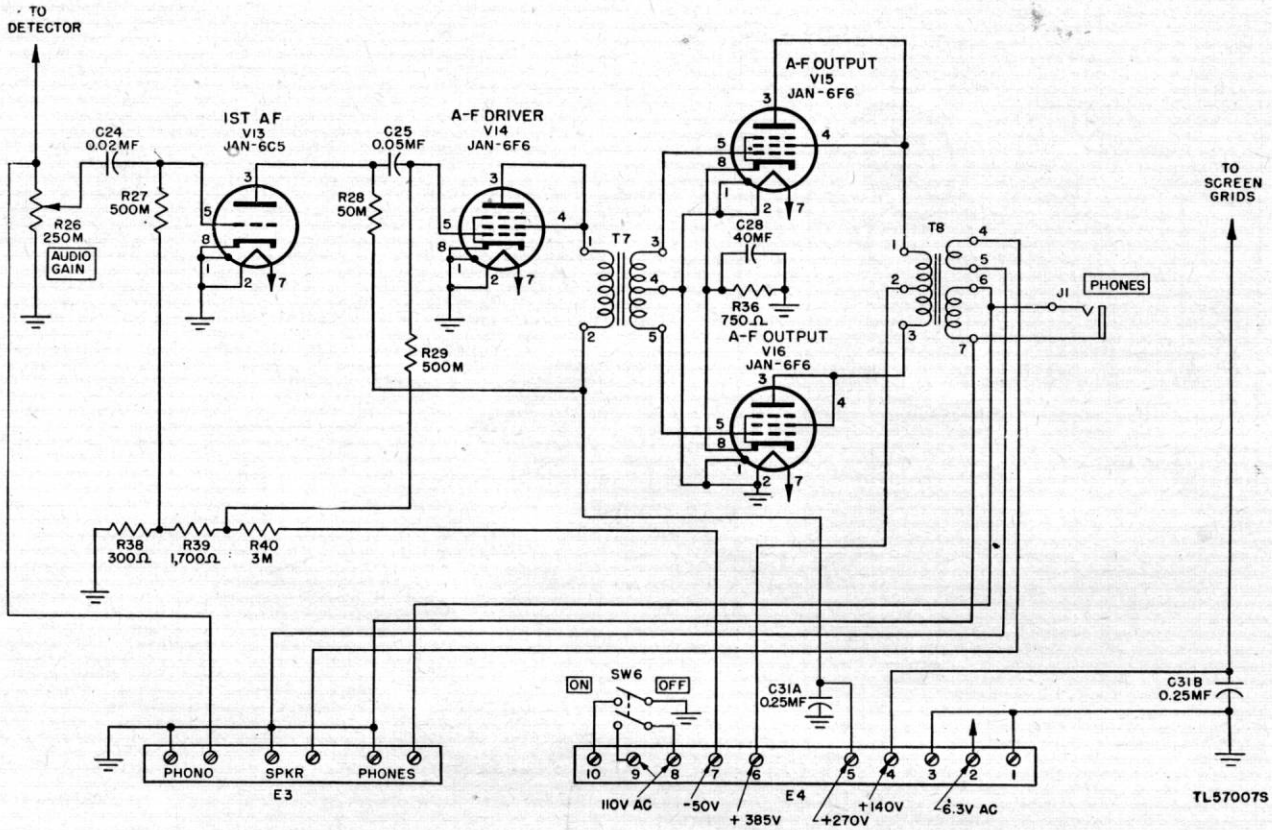

Figure 33. Radio Receiver BC-779-B, functional diagram of a-f amplifier stage.
a. The signal voltages across the untuned secondary of i-f output transformer L32 are applied to diode detector Tube JAN–6H6 (V8). The two diode sections are connected in parallel and the tube acts as a half-wave rectifier. The diode load is composed of 100,000-ohm resistor R48, 75,000-ohm resistor R24, 50,000-ohm resistor R25, and 250,000-ohm resistor R30 in series between L32 (point A) and the cathode of V8 (point C). The entire load resistance is bypassed by 50-mmf capacitor C44 which acts as an r-f filter. Two additional 50-mmf capacitors, C45 and C26, also provide r-f filtering. The rectified diode current passes through the load resistance, and the load voltage variations are a function of the modulation of an incoming signal. The voltage across R25 is taken as output voltage and applied to 250,000-ohm AUDIO GAIN potentiometer R26 (fig. 33).
67. A-F Amplifier (fig. 33)
a. An input transformer, T1, T2, or T3, is connected to the power source by 7-foot line cord W1 and is fused by 2-ampere (amp), 250-v fuse F1. Terminals 8 and 9 of terminal strip E1 are connected to terminals 8 and 9 of receiver terminal strip, E4 (fig. 33) by the connector cable. Closing receiver ON-OFF switch SW6 therefore completes the primary circuit of the transformer. The average power consumed is 180 watts.